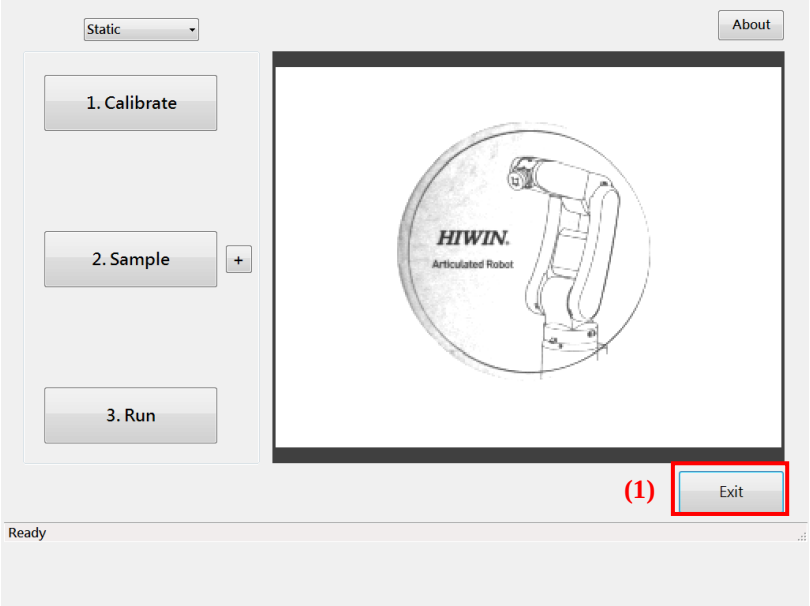

Figure 9-5 Press Exit button
(1). As shown in Figure 9-5, press the Exit button.